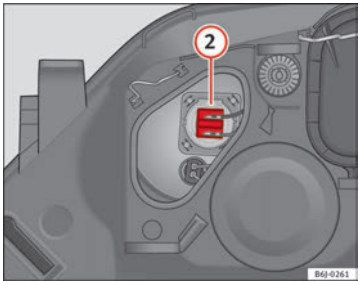

Fig. 155 Luz de carretera
– Extraiga el conector ⇒fig. 155 (2) tirando hacia afuera.